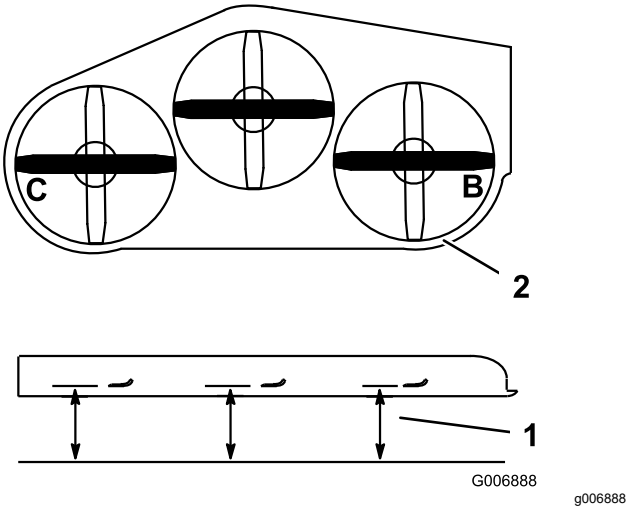

Figure 91
4. Aux points**B** et **C**, mesurez l'écart entre une surface plane et le tranchant de la pointe des lames (Figure 91).